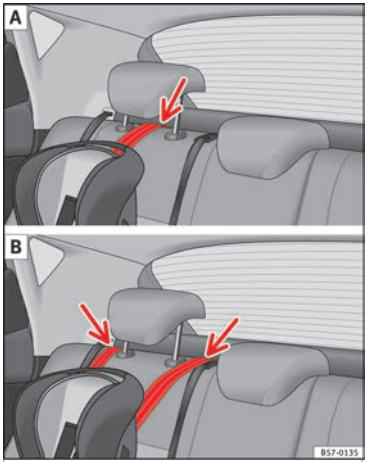

Fig. 34 Retainer strap: adjustment and assembly according to the Top Tether belt.
- Place the belt under the head restraint of the back seat ››› **Fig. 34** (depending on the instructions of the chair itself, lift or remove the head restraint if necessary).